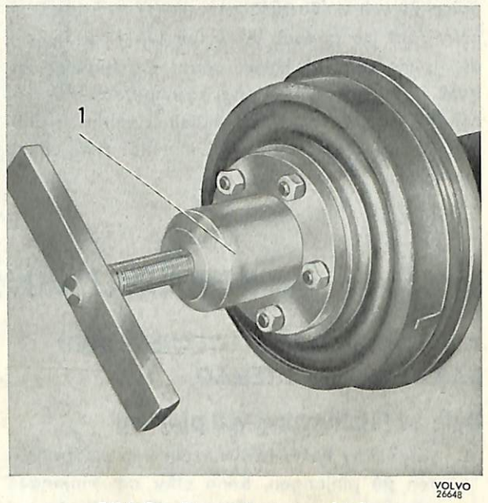

Bild 9. Demontering av hjulnav
1. Tag bort hjulet och drag av hjulnavet, bild 9. Använd avdragare SVO 1791. Byts slaghandtaget i avdragare SVO 1791 ut mot spindel SVO 2763, som säljes separat, kan mutteravdragare användas för demontering av nav. Tag bort bromsskölden efter att ha placerat en träklots under bromspedalen och lossat bromsledningen från skölden.
1. Tag bort hjulet och drag av hjulnavet, bild 9. Använd avdragare SVO 1791. Tag bort bromsskölden efter att en träklots placerats under bromspedalen och bromsledningen lossats från skölden.